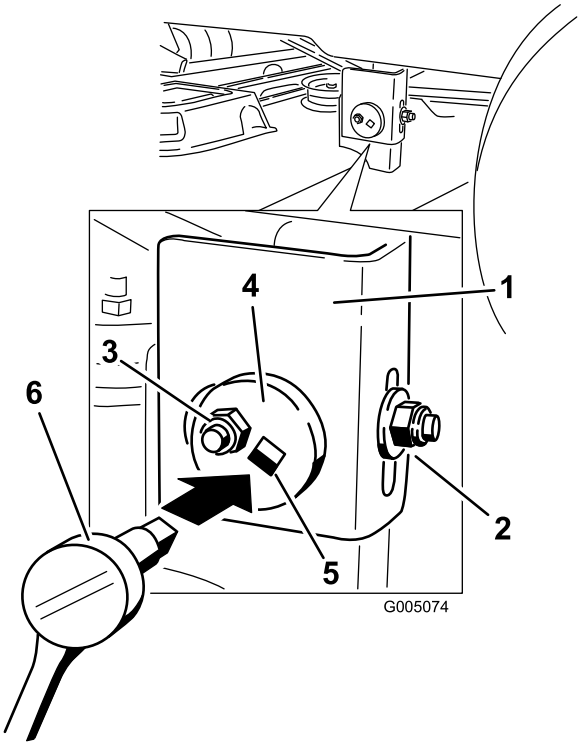

Figura 52
6. Spostatevi sul lato sinistro della macchina. Allentate, ma non togliete, il dado di bloccaggio posteriore sul supporto di sospensione (Figura 52).
7. Allentate il dado di bloccaggio laterale sul supporto di sospensione appena a sufficienza per poter regolare la piastra eccentrica (Figura 52). Utilizzate una prolunga di 3/8 poll. su una chiave a tubo per manovrare la piastra eccentrica. Utilizzate la chiave per riposizionare l'altezza del piatto di taglio e regolare l'altezza desiderata.
8. Fermate il piatto di taglio nella posizione regolata e serrate il dado di bloccaggio laterale sul supporto di sospensione per fissare la nuova posizione (Figura 52). Serrate il dado di bloccaggio posteriore sul supporto di sospensione.